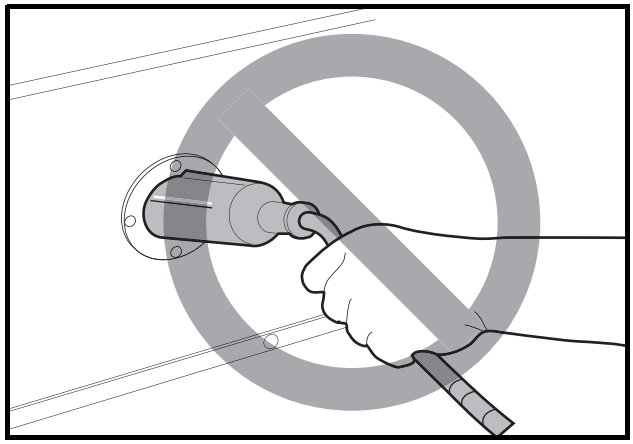

Figure 22 Incorrect Insertion of Charger DC Plug
- **Do not pull on the DC cord (Figure 22, Page 39). Do not twist, rock or bend the plug. To disconnect the charger plug from the vehicle receptacle, grasp the plug by the handle and pull the plug straight out of the receptacle.**